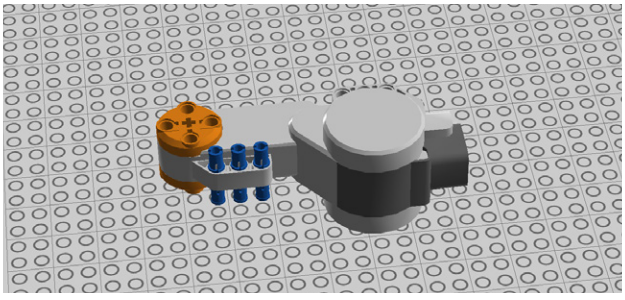

Figure 4-20. *Step 15: Adding pegs to the other motor*
15. Grab the second motor, and add three 3M pegs as shown in Figure 4-20.